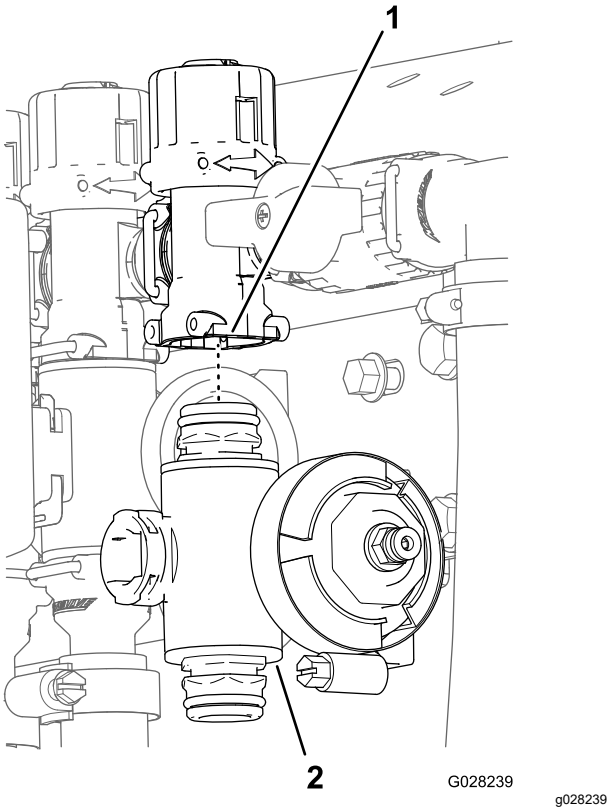

Figura 76
3. Válvulas de sección izquierda y derecha: retire los pernos con arandela prensada y las contratuercas con arandela prensada que sujetan la(s) válvula(s) de sección al soporte de las válvulas, y retire el/los distribuidor(es) de la máquina; válvula de la sección central: retire el distribuidor de la válvula de sección de la máquina (Figura 76).